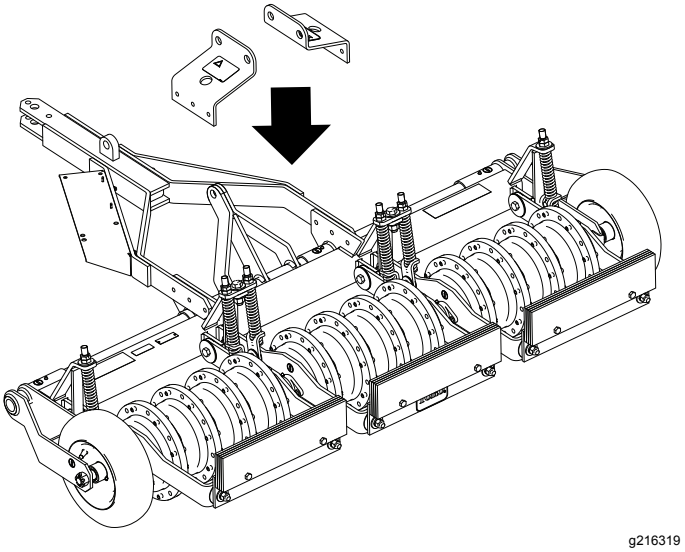

Рисунок 6
3. Совместите кронштейны на аэраторе, как показано на Рисунок 6.